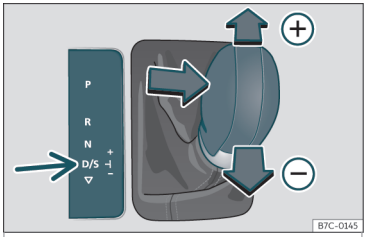

Fig. 143 Consola centrală: transmisia tiptronic
- Apăsați maneta înainte ⊕ sau înapoi ⊖, pentru a schimba într-o treaptă superioară sau inferioară»» **fig. 143**.